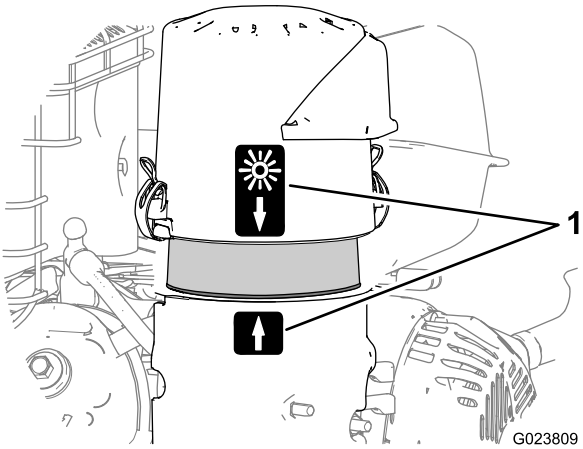

Bild 23
8. Fluchten Sie die Pfeilaufkleber an der Luftfilterabdeckung and den Pfeilaufkleber am Unterteil aus (Bild 23).